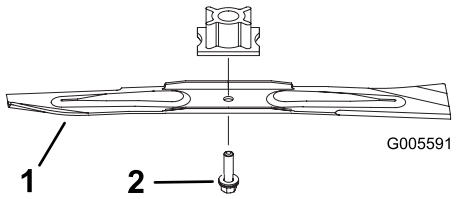

Figuur 25
2. Verwijder de mesbout en het mes (Figuur 25).